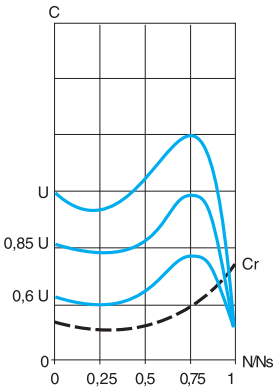

*Рис. 2*
■ На рис. 2 приведена зависимость момента/скорости асинхронного короткозамкнутого двигателя от напряжения питания.